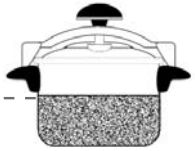

FIG.A1
1. Por razones de seguridad, nunca llene la olla a presión más de 2/3 de su capacidad. *(FIG. A1)*